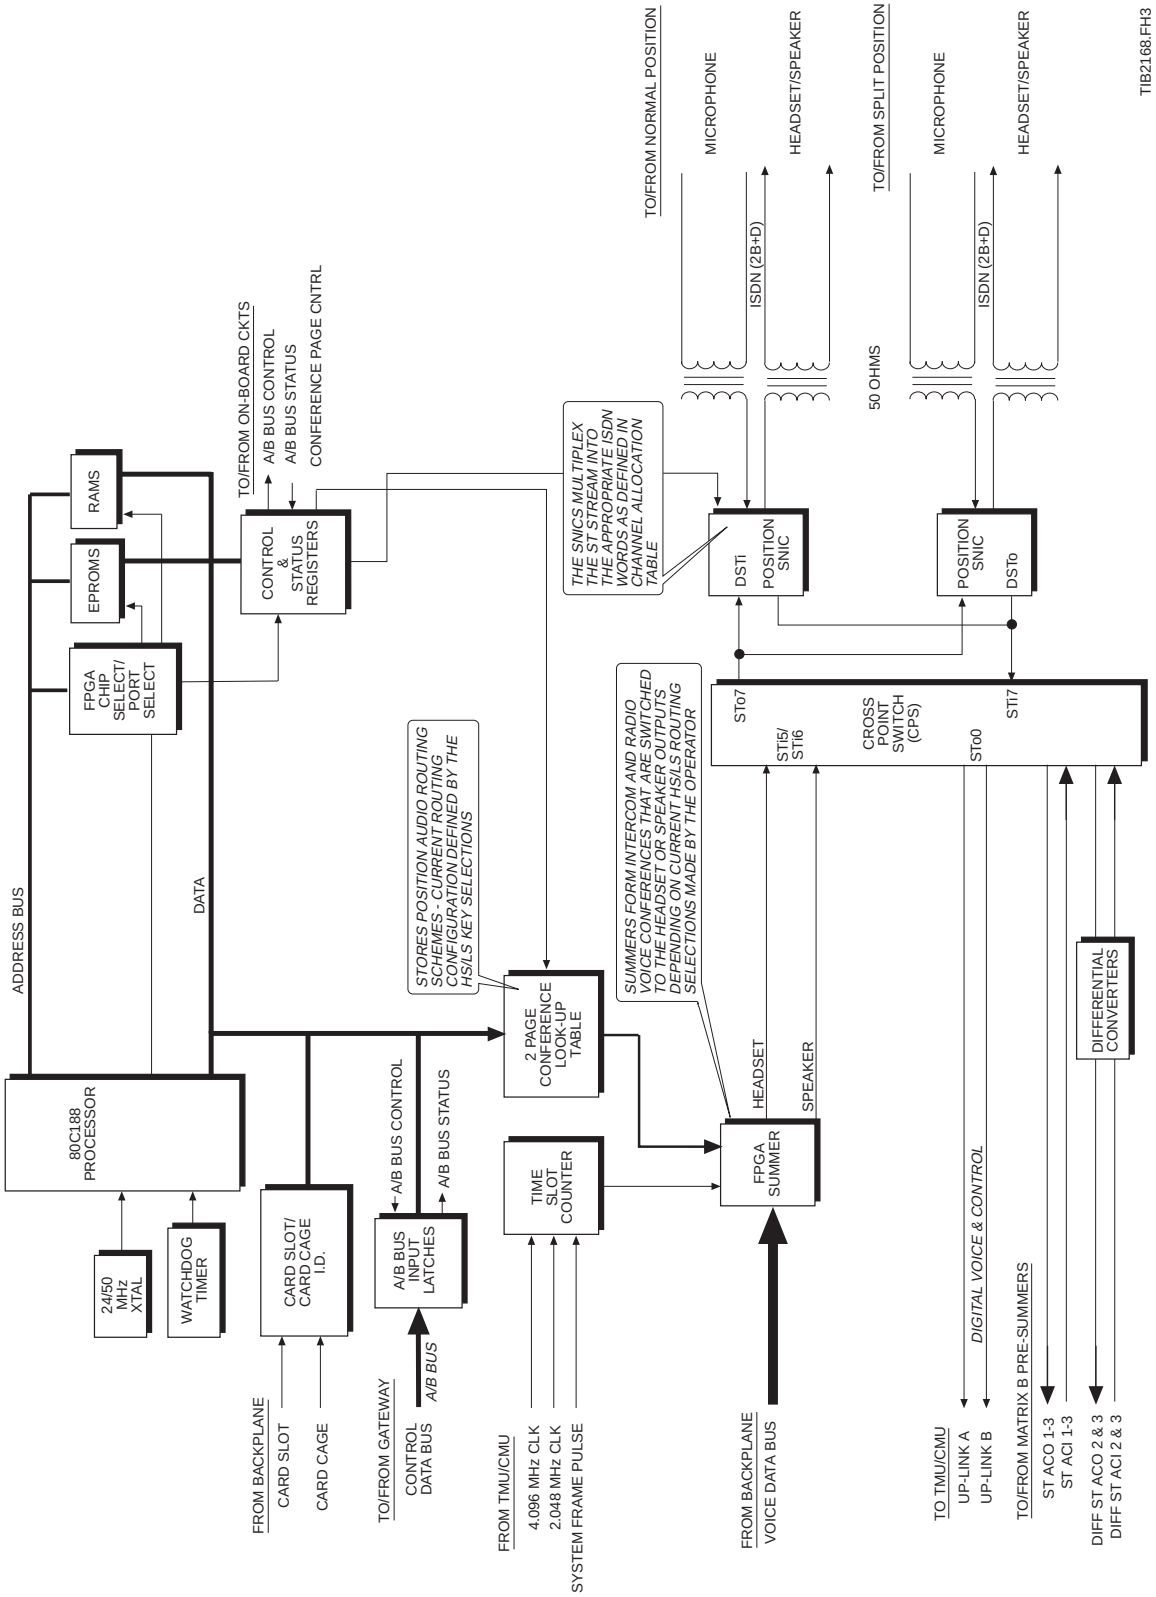

***Figure 5-36. Enhanced Operator Processor Functional Block Diagram***
***Down-Link.*** Refer to **Figure 5-36.** Two summers pick off and sum all voice channels currently selected by the operator from the down-link voice data bus. Each summer supplies a headset and speaker output to the CPS and builds conferences of voice channels at each output.
This card is similar to the non-split Operator Processor card, but has different firmware and a 12 MHz clock speed (vice 25 MHz). For generic information, refer to **Figure 5-36**, Enhanced Operator Processor Functional Block Diagram. On the Supervisory Record version of the card, Summer A performs all channel selection and summing, and the receive path is unused.